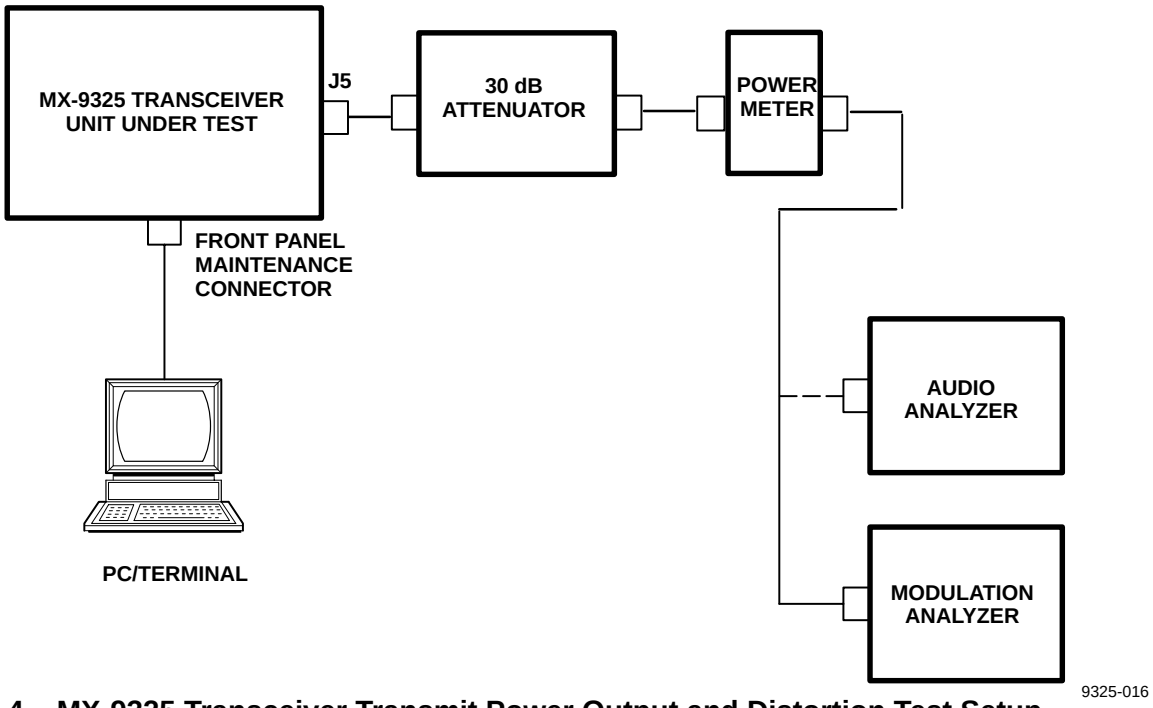

Figure 6-4. MX-9325 Transceiver Transmit Power Output and Distortion Test Setup
a. Set up the radio system as shown in Figure 6-4. Refer to Chapter 3, Paragraph 3.2.4 for command information.